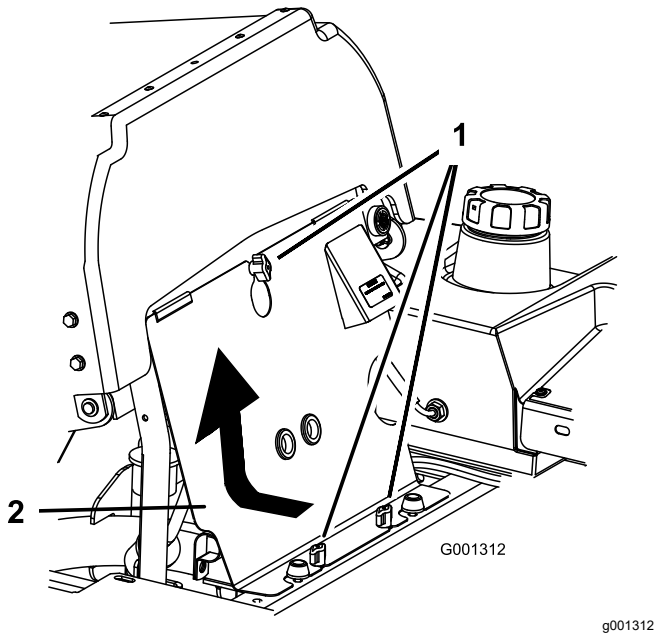

Figur 91
3. Lossa rattarna på den främre motorkåpan och ta bort panelen (Figur 91).